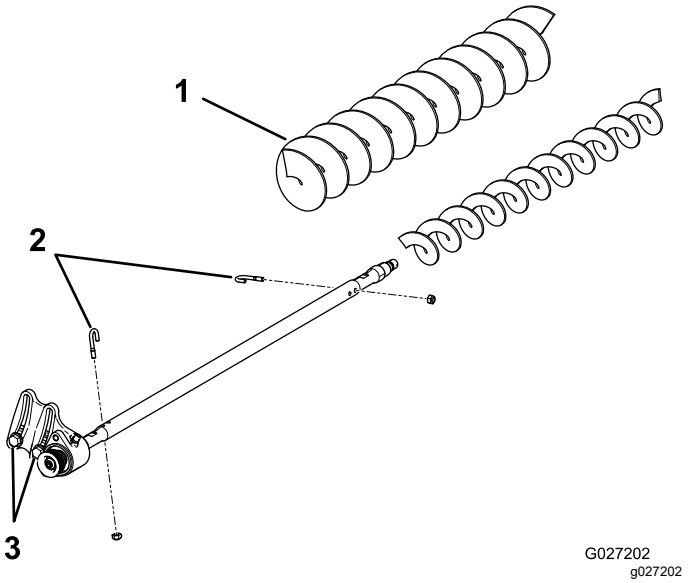

Рисунок 23
3. Отверните два J-образных болта и гайки (Рисунок 23).
4. Снимите с вала щетки находящуюся на нем щетку (Рисунок 23).
5. Ослабьте затяжку двух болтов с шайбами и гайками, которые крепят корпус подшипника приводной стороны к монтажному кронштейну корпуса подшипника (Рисунок 23).
6. Наденьте щетку большой высоты скашивания на вал щетки (Рисунок 23).
7. Прижмите щетку к валу с помощью двух ранее снятых J-образных болтов и гаек (Рисунок 23).